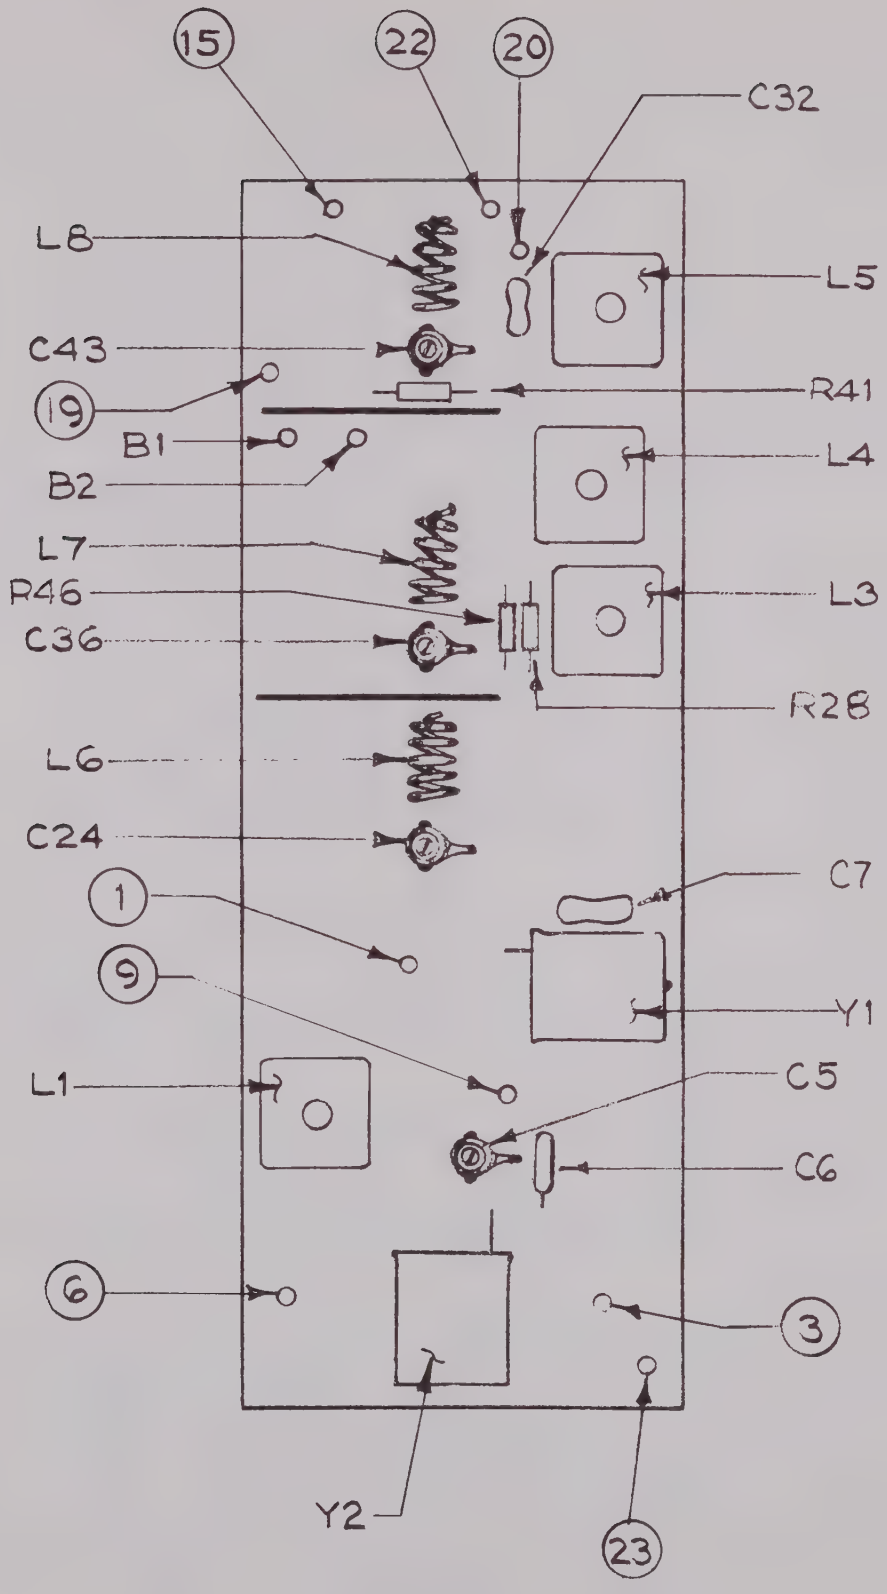

Figure 4-10. A12 - A15 Boards, Location Diagram
4.5.15 BOARD A15 LOW FREQUENCY ADJUSTMENT (FIGURE 4-10).
4.5.16 BOARD A14 LOW FREQUENCY ADJUSTMENT (FIGURE 4-10).
4.5.17 BOARD A13 LOW FREQUENCY ADJUSTMENT (FIGURE 4-10).
4.5.18 BROAD A12 LOW FREQUENCY ADJUSTMENT (FIGURE 4-10).
4.5.25 BOARD A15 HIGH FREQUENCY ADJUSTMENT (FIGURE 4-10).
4.5.26 BOARD A14 HIGH FREQUENCY ADJUSTMENT (FIGURE 4-10).
4.5.27 BOARD A13 HIGH FREQUENCY ADJUSTMENT (FIGURE 4-10).
4.5.28 BOARD A12 HIGH FREQUENCY ADJUSTMENT (FIGURE 4-10).